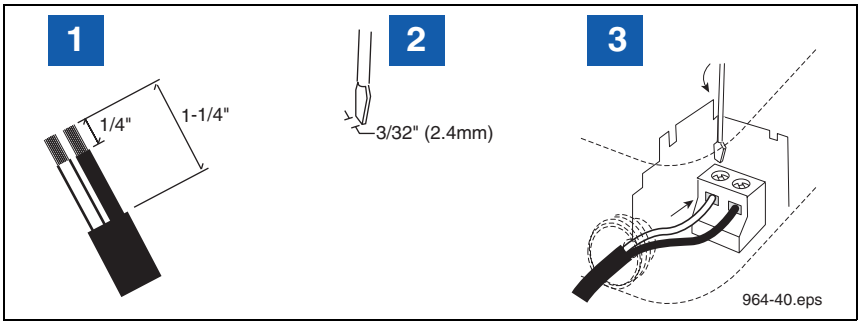

**Figure 4. Connecting Wiring To Device Terminal Blocks**
d. Strip back the cable jacket and wires as shown in Figure 4.
| LEGEND FOR NUMBERED BOXES IN Figure 4 | |
| 1. Connect the shield of the RS-485 cable to the ground lug.2. Cord grip3. RS-485 cable to Receiver4. Power side5. Intrinsically-safe side6. NOTE: Attach one end of RS-485 cable to the RS-485 terminals in the TLS RF and other end to the RS-485 terminals in the Receiver. One twisted pair connects to terminals - and + (RS-485 signals) and the second twisted pair connects to terminals +15 and G (Receiver power). | 6 (Cont'd.).Connect each of the four wires to the same terminals in the Receiver (ref. Figure 20).NOTE: see Figure 4 for wire connection tips.NOTE: In sites with more than one TLS RF, the Receiver is only connected to the master TLS RF. |